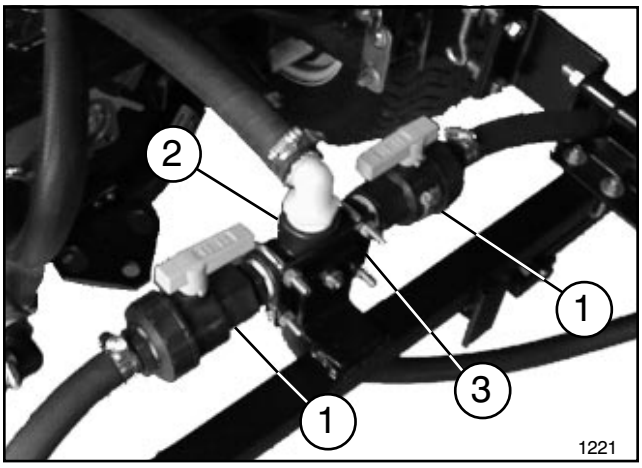

FIG. 16
19. Apply thread sealer and install (2) 1" Ball Valves into opposing ports of 1" Cross using (2) 1" Close Nipples. See FIG 16.
23. Mount Cross Base to Boom Frame using (1) 5/16" x 3/4" carriage bolt and flange nut. See FIG. 16.
24. Mount Cross Assembly to Cross Base, as shown in FIG. 16, using (2) 5/16" U-Bolts and (4) flange nuts. See page 4 FIG. 8.
25. Attach other end of the 1" x 44" Hose attached to Ratchet Valve earlier to the 90° Hose Barb in top of Cross. Secure with (1) 1" hose clamp.